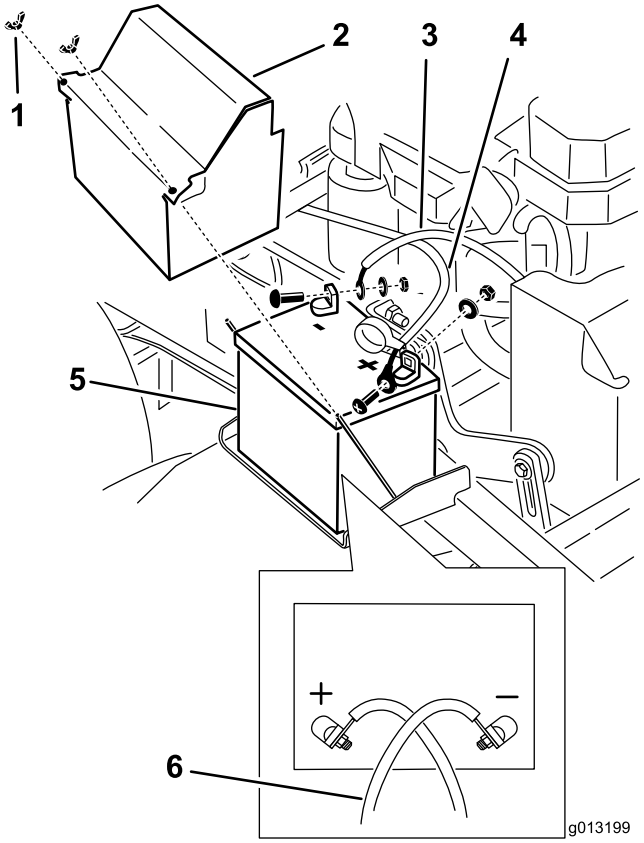

**Figur 53**
3. Tag først batteriets minuskabel af minuspolen (–) (Figur 53).
4. Skub den røde klemme af batteriets (røde) pluspol. Afmonter derefter batteriets (røde) pluskabel (Figur 53).
5. Fjern batteriets holdeplade (Figur 53), og tag batteriet ud.
1. Sæt batteriet tilbage på maskinen (Figur 53).
3. Tilslut først batteriets (røde) pluskabel til pluspolen (+) med en møtrik, spændeskive og bolt (Figur 53). Skyd gummikappen hen over polen.
4. Tilslut derefter batteriets minuskabel og jordledningen til minuspolen (–) med en møtrik, spændeskive og bolt (Figur 53).
**Bemærk:** Når batterikablerne krydser over hinanden, er de korrekt monteret (Figur 53).